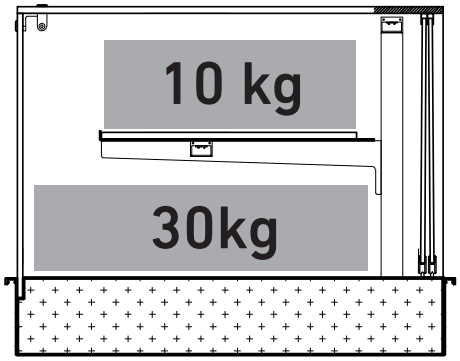

fig. 7
- disporre il prodotto uniformemente, evitando zone vuote (fig. 7)
5.1 Carico massimo (fig.7)